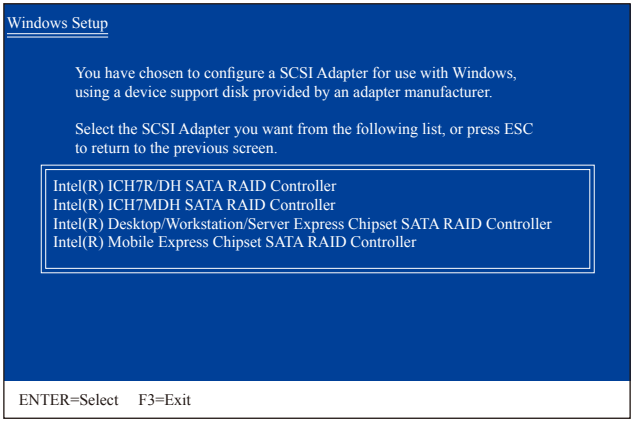

图4
放入存有SATA RAID/AHCI驱动程序的软盘并按下<Enter>键。当如图4的画面出现时，请选择「Intel(R) Desktop/Workstation/Server Express Chipset SATA RAID Controller」再按<Enter>键，系统会从软盘中下载RAID驱动程序。若设为AHCI模式，请使用键盘的上键移到「Intel(R) ICH10R SATA AHCI Controller」项目再按<Enter>。